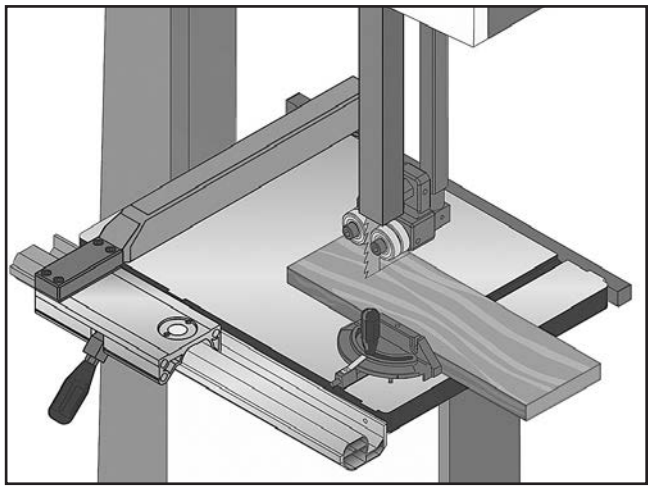

Figure 57. Example of crosscutting operation with miter gauge.
5. After all safety precautions have been met, turn the bandsaw ***ON***. Slowly feed the workpiece into the blade and continue the cut until the blade is all the way through the workpiece. **Figure 57** shows a typical crosscutting operation.